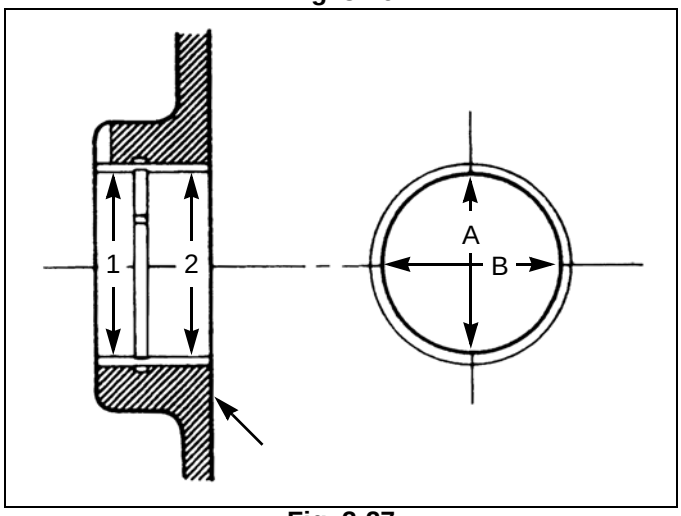

Fig. 3-27
1. **Measure the dimensions in the A and B directions at positions 1 and 2 in Fig. 3-27 avoiding the oil hole in the bearing. Calculate the difference between that measurement and the maximum diameter of the crankshaft journal (oil clearance).**